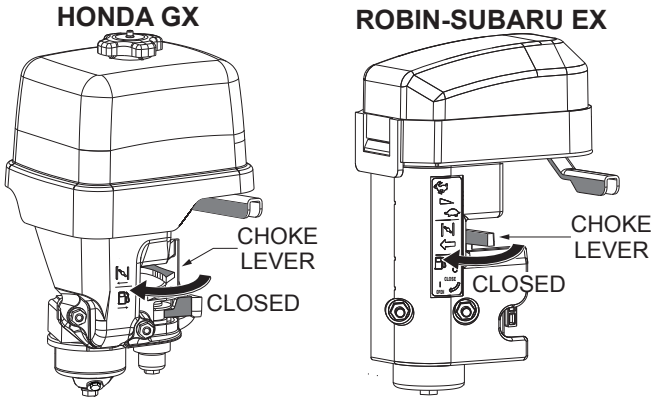

Figure 35. Choke Lever (Closed)
4. If starting a cold engine, place the choke lever in the **CLOSED** position (Figure 35).
7. If the engine has started, slowly return the choke lever to the **CLOSED** position (Figure 35). If the engine has not started, repeat steps 1 through 6.